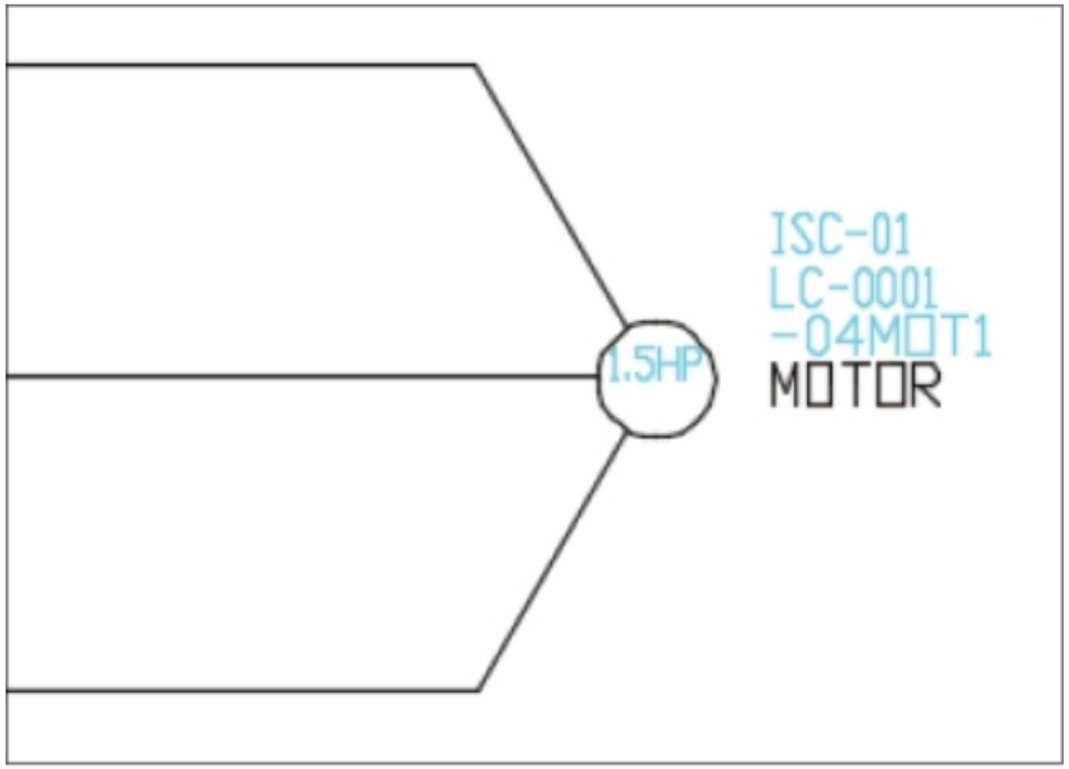

Figure-15. Motor after placement
- The motor after placement will be displayed as shown in Figure-15.